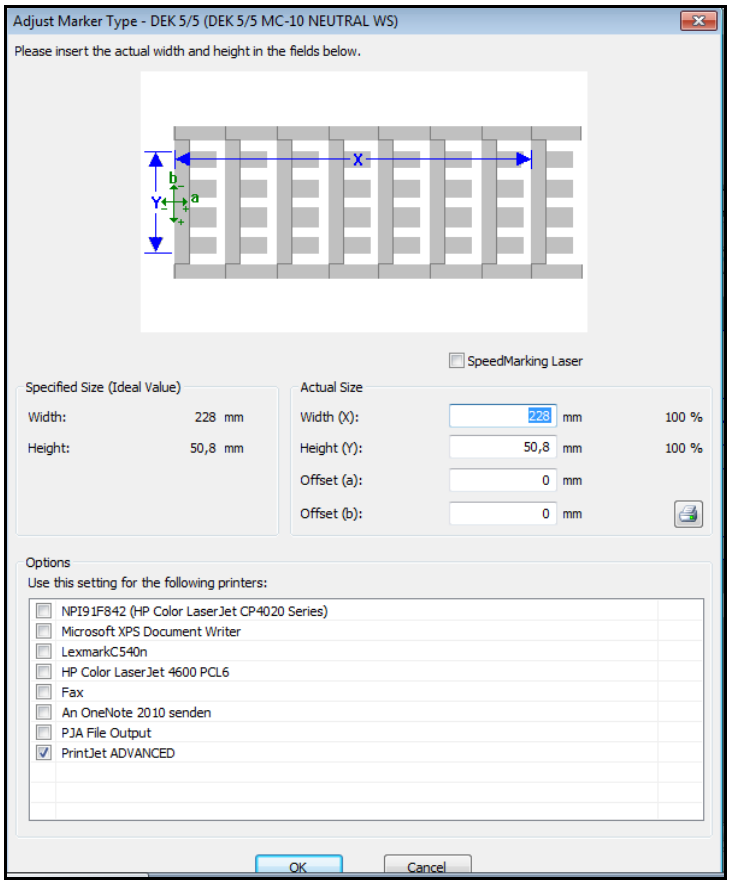

Afb. 105 Het markeringstype afstellen
Om dit te corrigeren, moet u de waarde voor 'Offset (a)' in het venster 'Adjust Marker Type (Markeringstype afstellen)' wijzigen (zie Afb. 105 Het markeringstype afstellen).
Om dit te corrigeren, moet u de waarde voor 'Offset (b)' in het venster 'Adjust Marker Type (Markeringstype afstellen)' wijzigen (zie Afb. 105 Het markeringstype afstellen).
Om dit te corrigeren, moet u de gemeten waarde (1 mm in dit voorbeeld) aftrekken van de werkelijke waarde voor 'Width (X) (Breedte)' in het venster 'Adjust Marker Type (Markeringstype afstellen)' (zie Afb. 105 Het markeringstype afstellen).
Als de afdruk van de ene markering naar de andere steeds verder afwijkt van het middelpunt naar links, moet u de gemeten waarde optellen bij de huidige waarde voor 'Width (X) (Breedte)' in het venster 'Adjust Marker Type (Markeringstype afstellen)' (zie Afb. 105 Het markeringstype afstellen).
Om dit te corrigeren, moet u de gemeten waarde (1 mm in dit voorbeeld) aftrekken van de huidige waarde voor 'Height (Y) (Hoogte)' in het venster 'Adjust Marker Type (Markeringstype afstellen)' (zie Afb. 105 Het markeringstype afstellen).
Als de afdruk van de ene markering naar de andere steeds verder van het middelpunt omlaag afwijkt, moet u de gemeten waarde optellen bij de huidige waarde voor 'Height (Y) (Hoogte)' in het venster 'Adjust Marker Type (Markeringsstype afstellen)' (zie Afb. 105 Het markeringstype afstellen).